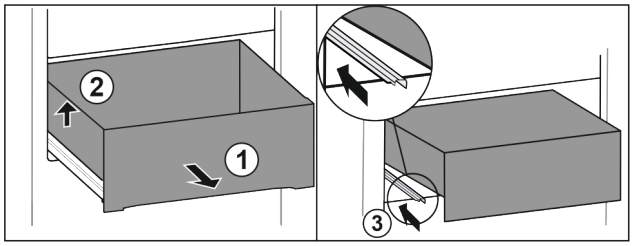

Fig. 127
- ▶ Lade tot de aanslag eruit trekken. *Fig. 127 (1)*
- ▶ Lade links optillen. *Fig. 127 (2)*
- ▶ Linker rail erin schuiven. *Fig. 127 (3)*